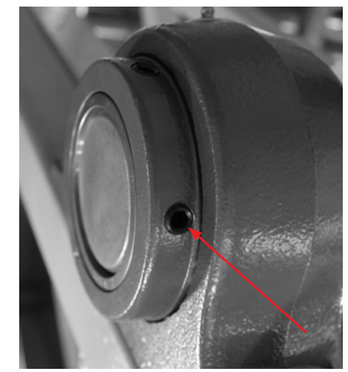

FIGURE 35. The bearing set screws, one on each side of the rotor, should be checked for tightness every six months.
1) The bearing set screws should be checked periodically for tightness. A bearing set screw is located on each side of the rotor (See **FIGURE 35**). **RECOMMENDED CHECKING FREQUENCY** – Bearing set screws should be checked at start-up, one month after start-up, then every 6 months thereafter.